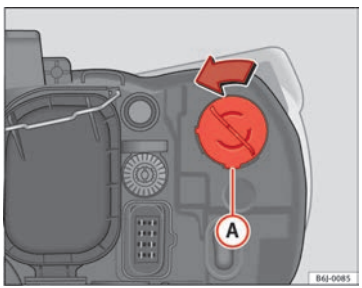

Fig. 158 Luz intermitente
– Gire el portalámparas ⇒ fig. 158 (A) a la izquierda y tirar. ▶